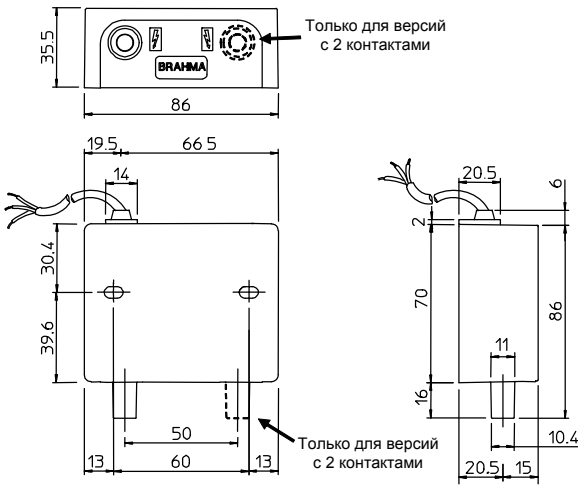

Рис. 1
- L: Выход(ы) сбоку (Рис. 1 и 3);